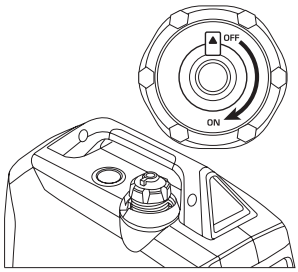

Fig. 2
3. Deschideți ventilul de pe bușonul de combustibil în poziția „ON" (fig. 2).